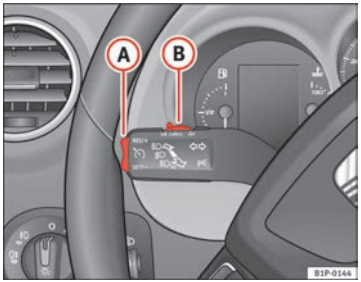

Fig. 133 Turn signal and main beam headlight lever: switch and rocker switch for the cruise control
– Press the upper part **RES/+** of the rocker switch ⇒ fig. 133 (A) to increase the speed. The vehicle will continue to accelerate as long as you keep the rocker switch pressed. When you release the switch, the new speed is stored.
Cruise control is switched off if you reduce speed by depressing the brake pedal. You can reactivate the control by pressing once on the upper part of the rocker switch **RES/+** ⇒ fig. 133 (A).